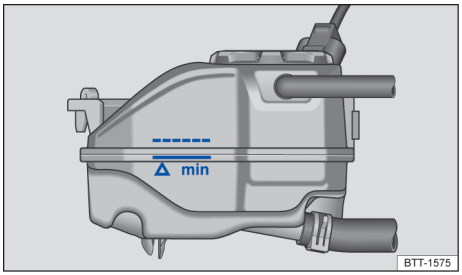

Fig. 179 No compartimento do motor: marcação no reservatório de expansão do líquido de arrefecimento do motor.
– Com o motor frio, verificar o nível do líquido de arrefecimento do motor pela marcação lateral do reservatório → Fig. 179.
– O nível do líquido de arrefecimento do motor deve permanecer dentro da marcação do reservatório → Fig. 179. **Não reabastecer até acima do canto superior da faixa marcada** → ⓘ !
- Completar com líquido de arrefecimento do motor somente até a borda superior da faixa marcada → Fig. 179. Caso contrário, ao aquecer-se, o líquido excedente será expulso do sistema de arrefecimento do motor e poderá causar danos.